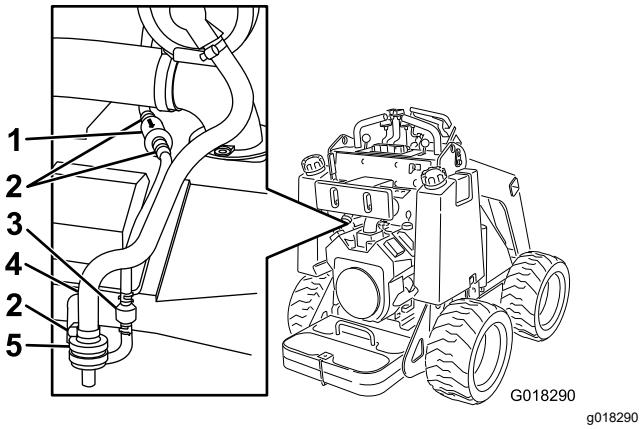

Rysunek 23
3. Zwolnij zacisk przewodu nad filtrem powietrza węglowego pochłaniacza oparów (Rysunek 23).
4. Usuń i wyrzuć filtr powietrza (Rysunek 23).
5. Należy zamocować nowy filtr w przewodzie i zabezpieczyć go za pomocą obejmy (Rysunek 23).
3. Odsuń sprężynowe obejmy przewodu po obu stronach filtra systemu oczyszczania węglowego pochłaniacza oparów od filtra (Rysunek 23).
4. Usuń i wyrzuć filtr systemu oczyszczania węglowego pochłaniacza oparów (Rysunek 23).
5. Zamocuj nowy filtr w przewodzie, pamiętając o tym, aby strzałka na filtrze wskazywała na zawór zwrotny i zabezpiecz go za pomocą obejm (Rysunek 23).